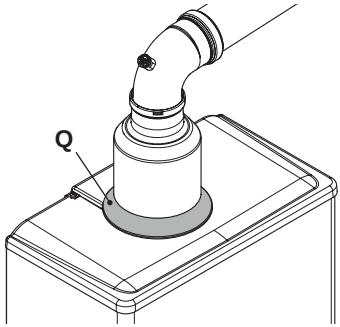

Figura 5.37
- Completare l'installazione, spingendo in posizione il copri foro **Q** (Figura 5.37).